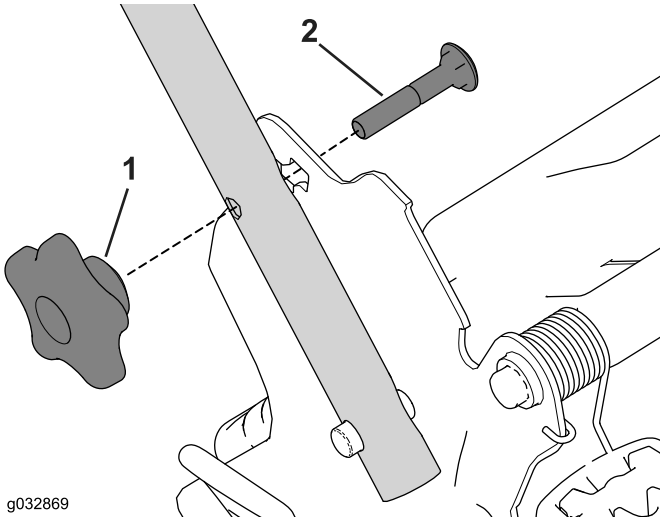

Figuur 6
4. Steek de slotbout (met de boutkop naar de binnenkant gericht) door de bovenste of onderste vierkante opening in de handgreep en de bovenste opening in het handgreepuiteinde (Figuur 6).